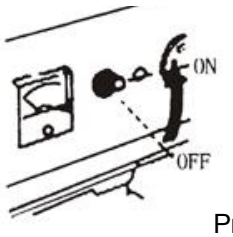

Рис. 59
9.2.2 Перевірте, чи стоїть перемикач змінного струму у позиції “ON” (Рис. 59).